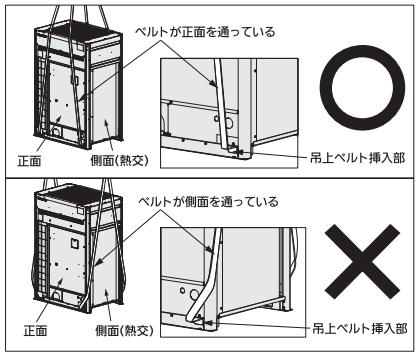

図6
**4-5.** 吊り上げたとき、バランスが崩れないようにするため、ベルトはたるまないようにしっかりと掛けてください。また、掛けたベルトがはずれないように対策をしてください。（図6）